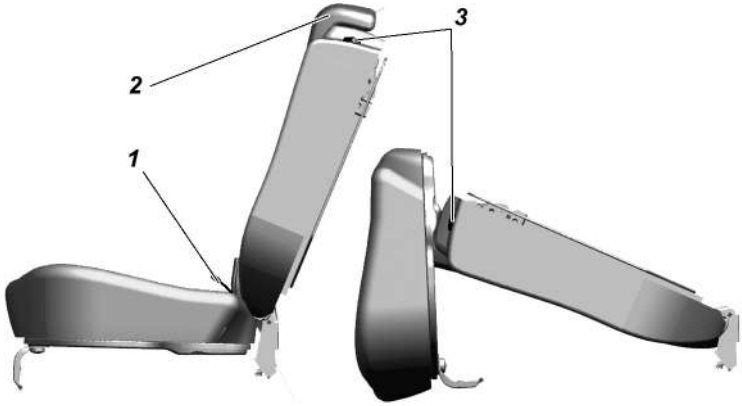

Рис. 3.48. Заднее трехместное сиденье:
Заднее трехместное сиденье (рис. 3.48) состоит из одноместной и двухместной подушки и одноместной и двухместной спинки.
– потяните за петлю 1 (рис. 3.48) (предворительно надавив на подушку, только для УАЗ ПИКАП), установите подушку в вертикальное положение;
– потяните за рычаг 3 по направлению движения автомобиля, освободив спинку, уложите ее, как показано на схеме, рис. 3.48;